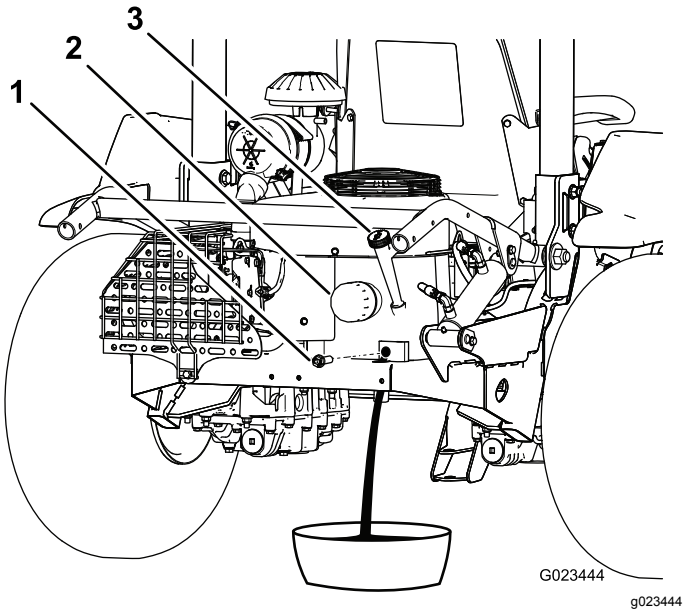

**Figur 39**
3. Fjern tappepluggen (Figur 39) og la oljen renne i en passende beholder. Når oljen slutter å renne, setter du tappepluggen på igjen.